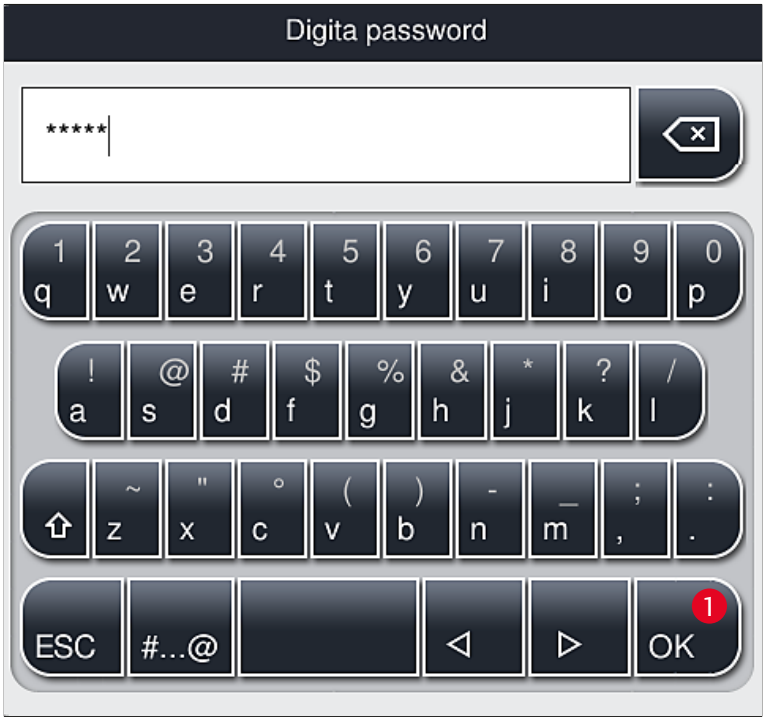

**Fig. 28**
2. Viene visualizzata una tastiera (→ Fig. 28) che consente di digitare la password.